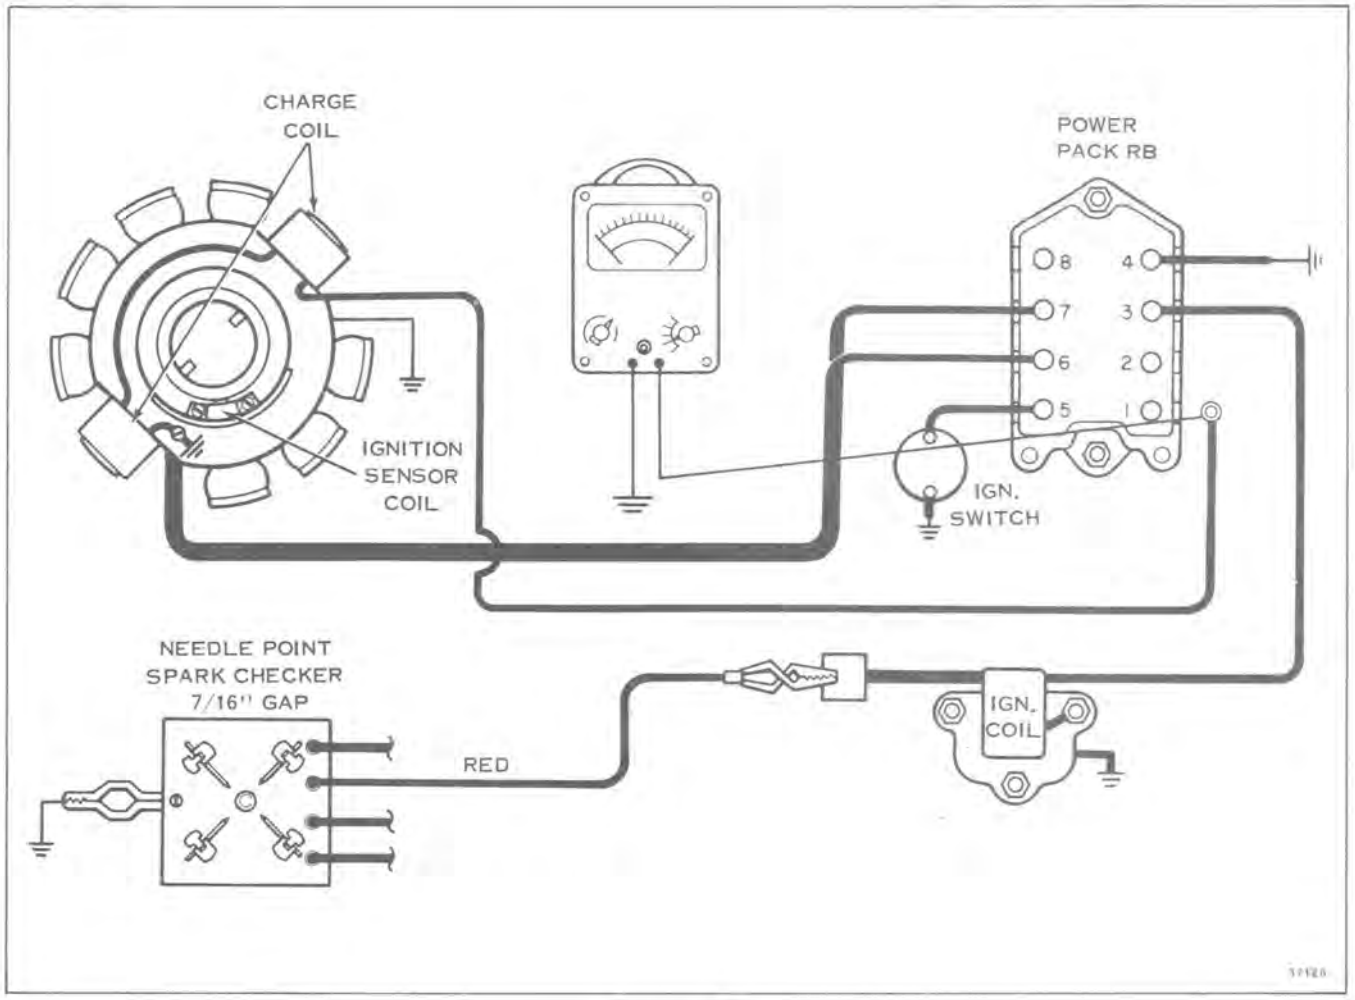

Figure 7-18
A. Remove the brown/white stripe lead from Power Pack RB terminal #1. Check for a total resistance of the two charge coils from lead to ground of 875 ± 75 ohms. See Figure 7-18. If resistance of the charge coils does not come within these tolerances, they must be replaced.